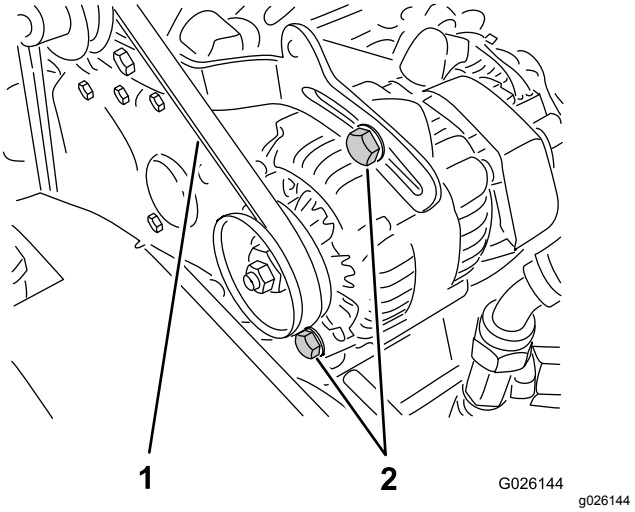

Figur 58
2. Kontroller spenningen ved å trykke ned remmen midt mellom veivakselens og generatorens remskiver med en kraft på 10 kg (Figur 58).
A. Løsne generatorens to monteringsbolter (Figur 58).
B. Bruk en stang og vri generatoren til du oppnår passelig spenning på remmen, og stram deretter monteringsboltene (Figur 58).